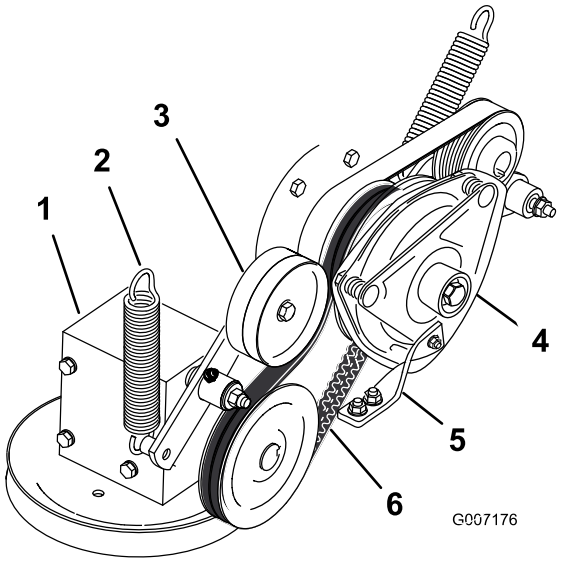

Figur 68
4. Tag fjederen af styrearmen (Figur 68).
7. Monter kraftudtagets drivrem omkring koblingens remskive og gearkassens remskive (Figur 68).
9. Monter fjederen på styrearmen (Figur 68).